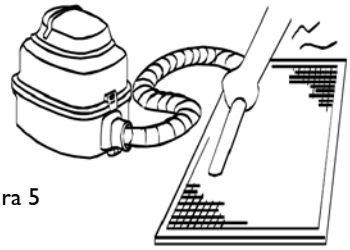

Figura 5
- El lado de la entrada de aire debe ir hacia arriba cuando utilice una aspiradora. (Figura 5)